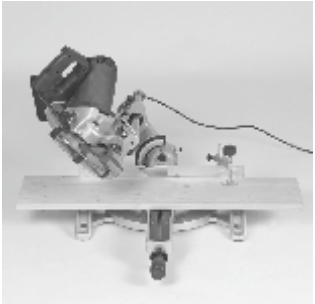

рис. 5.1
- Наклоны влево: 0-45° (Рис. 5.1)